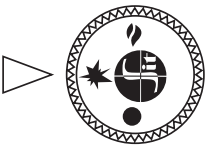

Рис. 8
7.3. Для розжига пилотной горелки ручка управления переводится в положение **«искра»** (рис. 8).